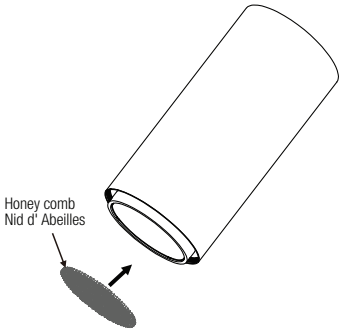

**Fig. 2b**
2. Place the honeycomb over the opening (Fig. 2b).
2. Placez le nid d'abeilles sur l'ouverture avant (Fig. 2b).